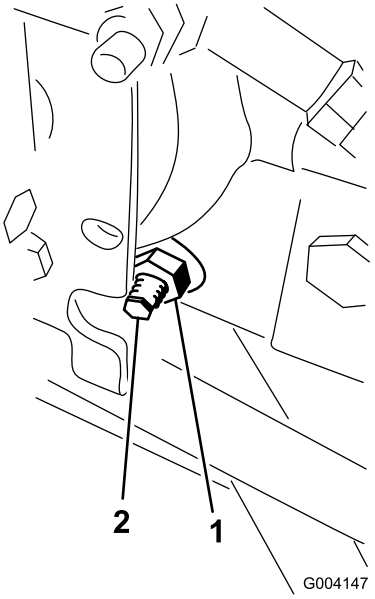

Figur 70
3. Lossa låsmuttern på hjuldrivningens justeringskam på höger sida av hydrostaten (Figur 70).